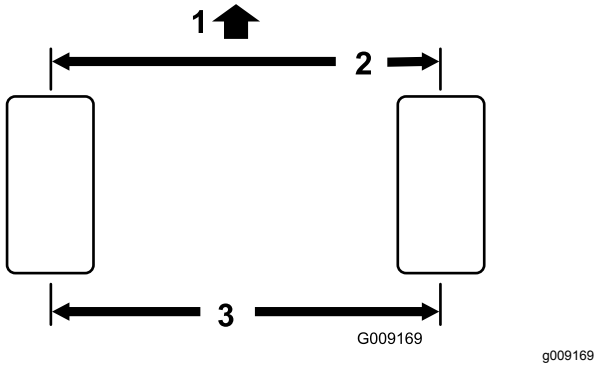

**Figur 70**
1. Mål afstanden fra midte til midte (i akselhøjden) på de styrende dæk, foran og bag akslen. Målingen foran akslen skal være 3 mm mindre end målingen bag akslen (Figur 70).